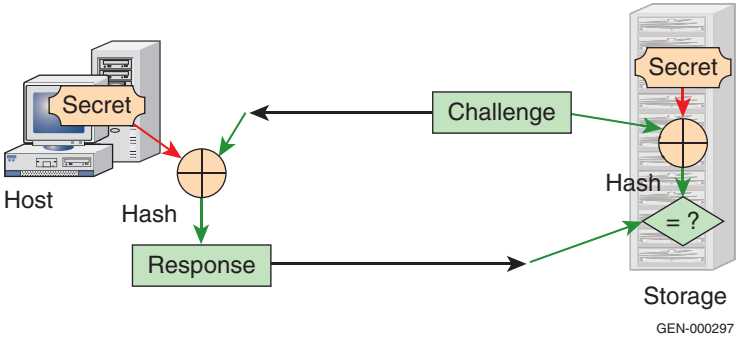

Figure 106 **CHAP authentication**
- Implement CHAP authentication on initiators and targets, based on a shared secret, random challenge, and secure one-way hash. Celerra supports CHAP authentication (see Figure 106 on page 518). The default settings do not require CHAP be enabled; however, data access in real time (DART) parameters can be configured to force all initiators to use CHAP to authenticate to the Celerra target. The Celerra system offers several options to help manage secure environments.